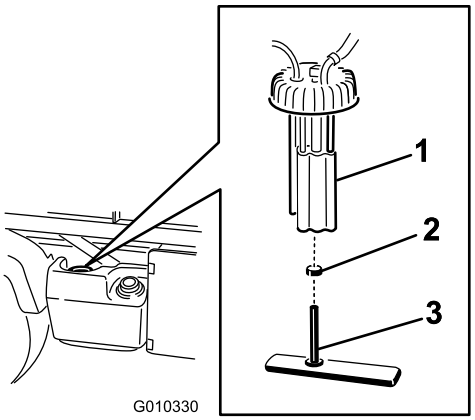

Figur 44
2. Koppla bort kablagekontakterna från bränslepumpen (Figur 44).
3. Lossa slangklämman och koppla bort bränsleslangen från locket till bränslepumpen (Figur 44).
4. Skruva loss locket till bränslepumpen från bränsletanken (Figur 44).
5. Ta bort bränslepumpen och bränslefiltret från tanken (Figur 44).
6. Ta bort klämman som fäster bränslefilterslangen på bränslepumpsfästet. Ta bort slangen från fästet (Figur 44).